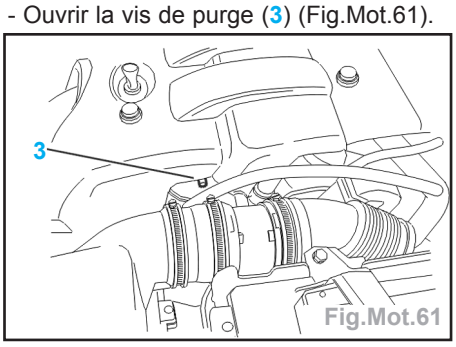

Fig.Mot.61
- Ouvrir la vis de purge (3) (Fig.Mot.61).